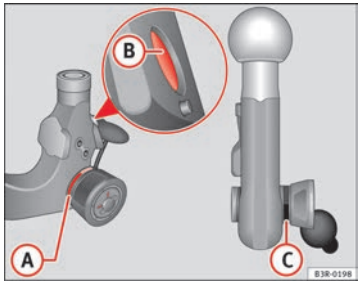

Abb. 157 Abnehmbare Anhängevorrichtung: Kugelstange
– Überprüfen Sie, ob sich die rote Markierung (A) ⇒ Abb. 157 am Handrad im Bereich der schwarzen Kennzeichnung an der Kugelstange befindet.
– Überprüfen Sie, ob der Verriegelungsbolzen (B) in den Bohrungen des Einsteckschaftes versenkt ist.
– Überprüfen Sie, ob das Handrad deutlich sichtbar von der Kugelstange absteht, so dass ein Spalt (C) zwischen Handrad und Kugelstange vorhanden ist.